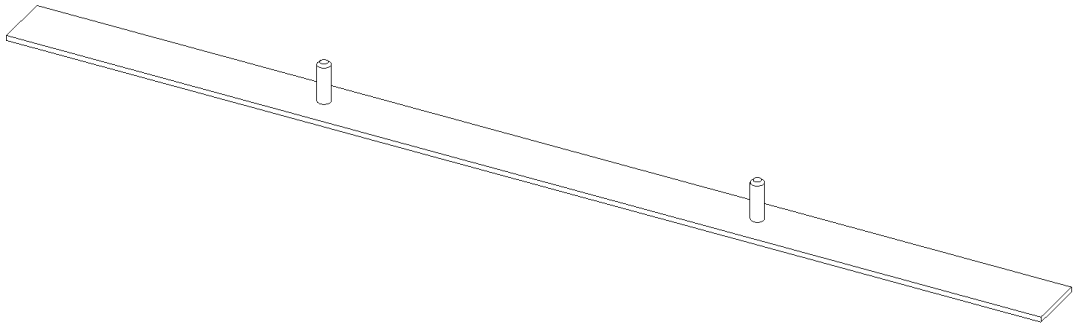
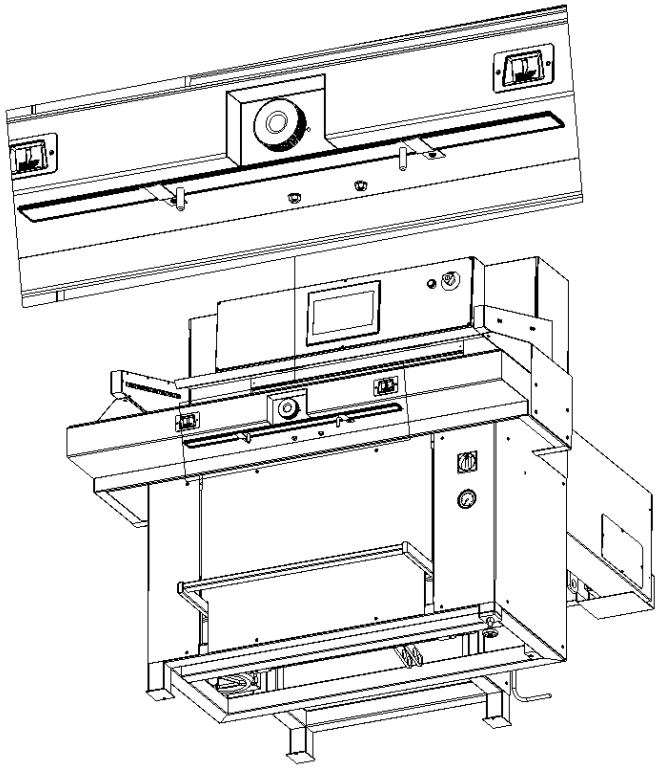

Figure 40. False clamp.
Figure 41. Storage location of the false clamp under the front table.
The false clamp (Fig. 40) is mounted under the front table in the location shown in Fig. 41.
**When not in use, the false clamp should be mounted under the front table! (Fig. 41)**